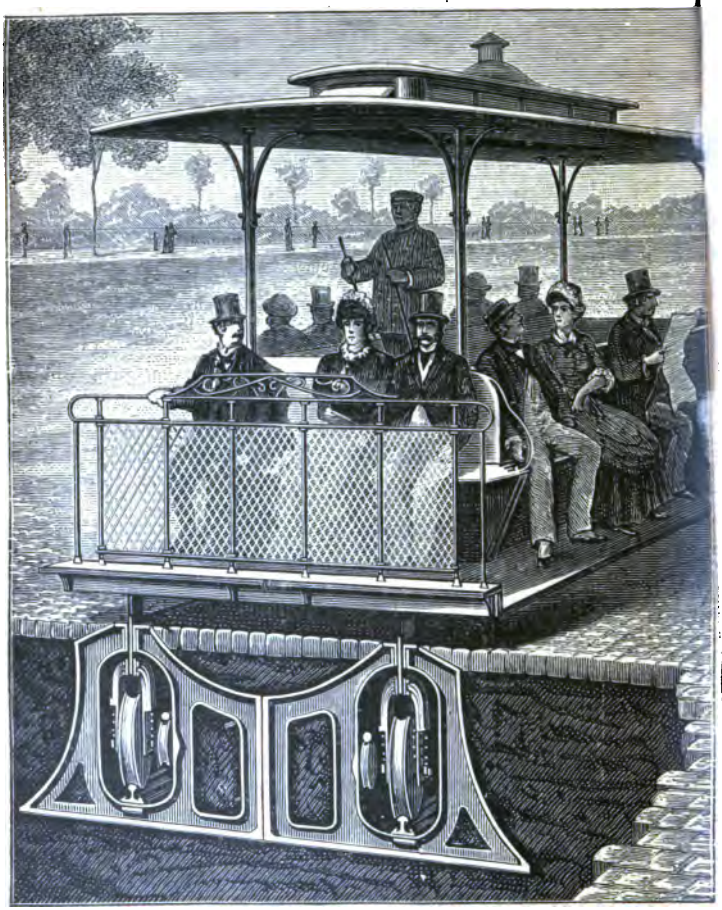

Fig. 87. — Tramway funiculaire à roues invisibles de San Francisco.
Tramways funiculaires. — La première application de la traction par câble, aux tramways, a été faite, en 1873, par Hallidie, à San-Francisco. La première ligne a été établie dans Clay street. Le tramway funiculaire (fig. 87) comporte un câble placé, sous le sol, dans un tube métallique présentant une rainure à sa partie supérieure (5). Le câble est sans fin et est actionné par des machines fixes : il dessert d'abord la voie descendante, passe sur une grande poulie de retour et revient à la machine motrice par la voie montante.
Les tramways funiculaires ont pris une très grande extension à San-Francisco : on en a même construit à roues invisibles (fig. 87) : les roues sont placées dans la même rainure que le câble.